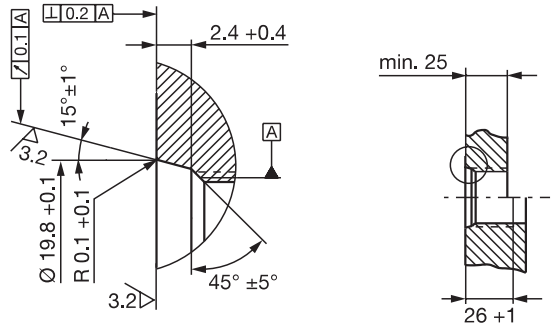
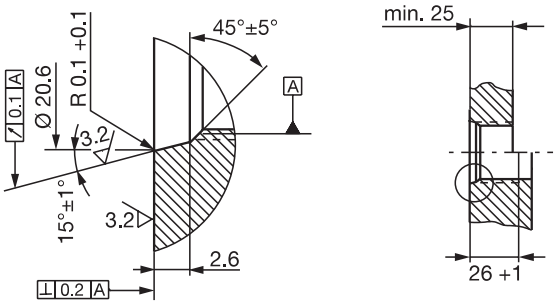

Bild 5-3: Einschraubloch M18×1.5 nach ISO 6149 O-Ring 15.4×2.1
Bild 5-4: Einschraubloch 3/4"-16UNF nach SAE J475 O-Ring 15.3×2.4
1. Einschraubloch mit Gewinde (gegebenenfalls Ansenkung für den O-Ring) gemäß Bild 5-3 bzw. Bild 5-4 herstellen.